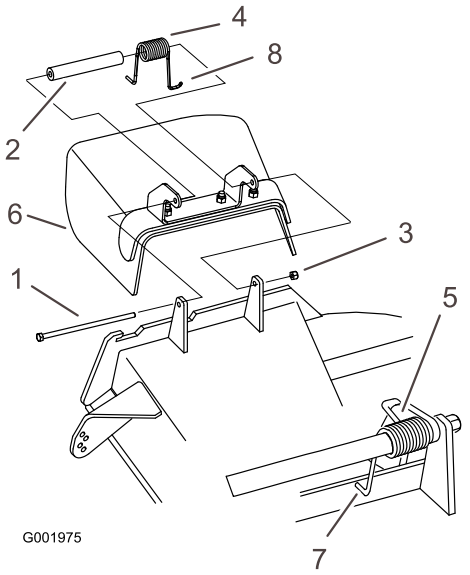

Figura 72
1. Retire la contratuerca, el perno, el muelle y el espaciador que sujetan el deflector a los soportes de pivote (Figura 72). Retire el deflector de hierba dañado o desgastado.
Nota: Asegúrese de colocar el extremo en **L** del muelle detrás del reborde de la plataforma antes de instalar el perno, según se muestra en la Figura 72.
3. Instale el perno y la tuerca. Coloque el extremo en **J** del muelle alrededor del deflector de hierba (Figura 72).